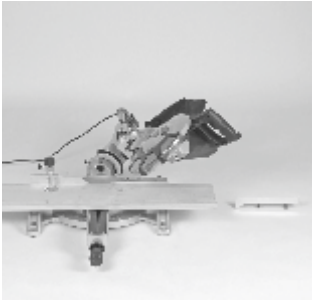

рис. 5.2
- Наклоны вправо: 0-45° (Рис. 5.2)
- После регулировки затяните фиксирующий винт (21).